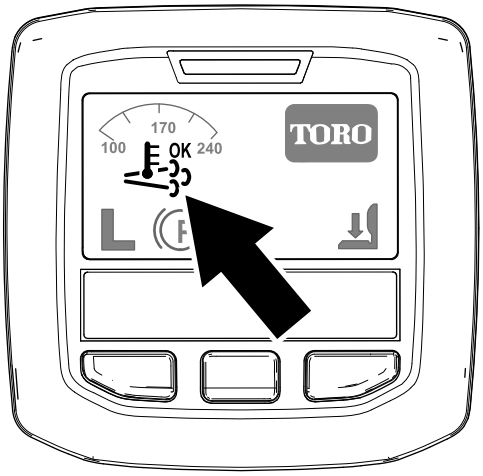

**Figur 24**
- Symbolen för stöd-/återställningsregenerering visas i InfoCenter (Figur 24).